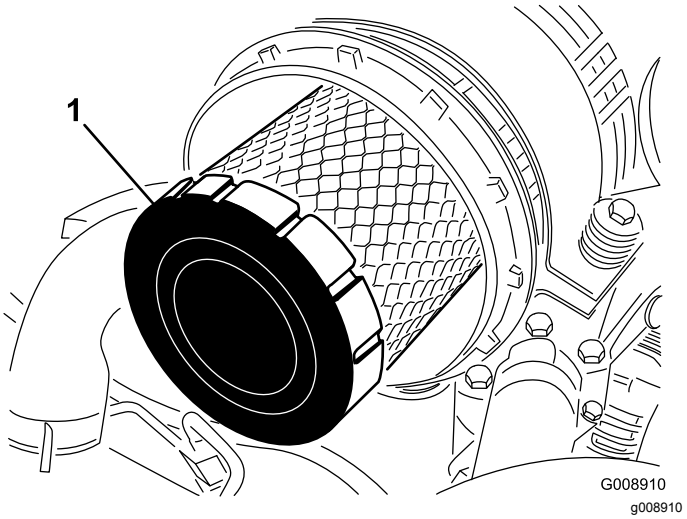

Figur 97
4. Ta av hovedfilteret (Figur 97).